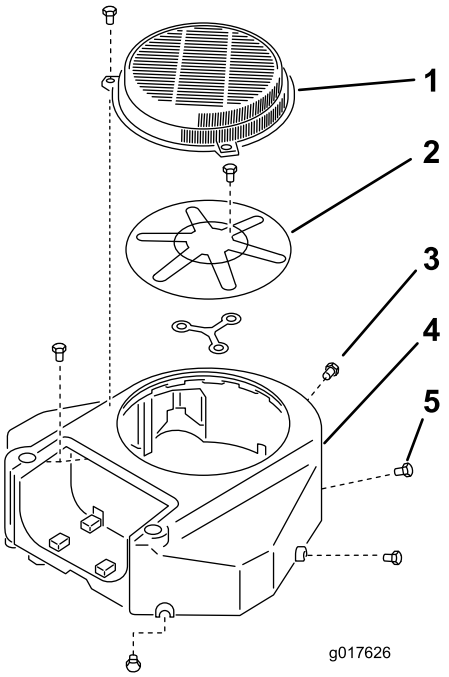

Figuur 62
3. Verwijder het luchtinlaatrooster en de ventilatorbehuizing (Figuur 62).
5. Monteer het luchtinlaatrooster en de ventilatorbehuizing (Figuur 62).